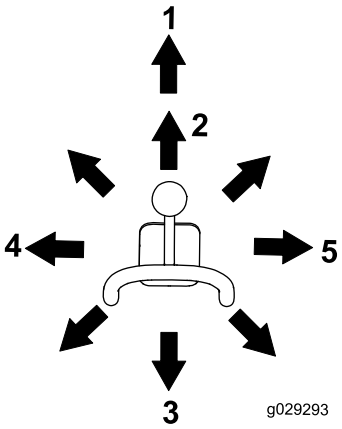

**Rysunek 11**
- Aby przechylić osprzęt do przodu, powoli przesuń dźwignię w prawo (Rysunek 11).
- Aby przechylić osprzęt do tyłu, powoli przesuń dźwignię w lewo (Rysunek 11).
- Aby opuścić ramiona ładowarki, powoli przesuń dźwignię do przodu (Rysunek 11).
- Aby unieść ramiona ładowarki, powoli przesuń dźwignię do tyłu (Rysunek 11).
- Aby opuścić ramiona ładowarki do pozycji zapadki (pływającej), przesuń dźwignię do oporu do przodu (Rysunek 11).